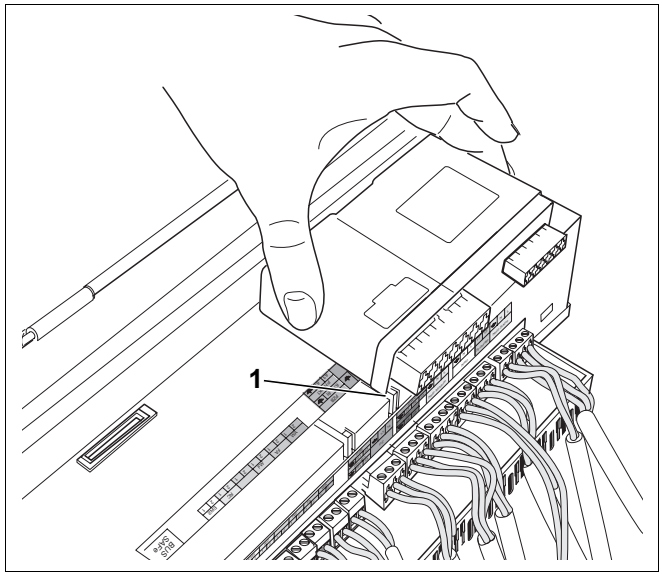

Afb. 9 Functiemodule insteken
- Voer het uiterste achterste haakje van de functiemodule in de lipjes (afb. 9, **pos. 1**) van het regeltoestel.
- Druk de voorzijde van de module naar onder (afb. 9).